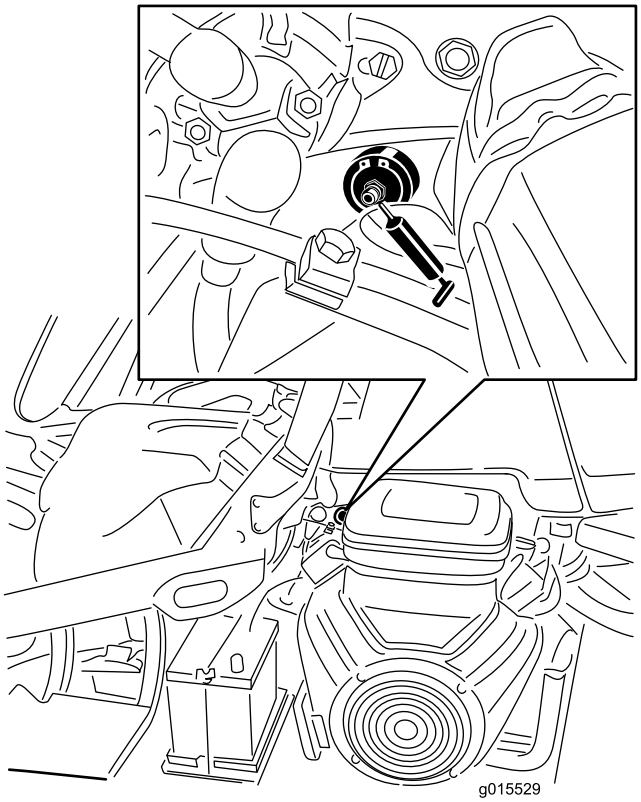

Figur 41
1. Tør smøreniplen ren, så der ikke kan komme fremmedlegemer ind i lejet eller bøsningen (Figur 41).